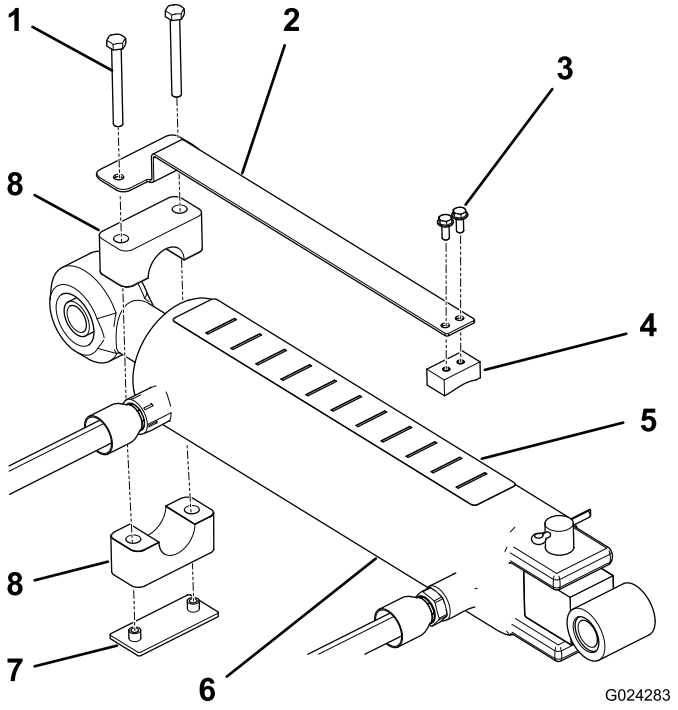

Figur 9
1. Monter dybdemåleren til den flate siden av glideblokken med to 10 x 1/2 tommers maskinskruer ved å plassere komponentene som vist i Figur 9.
2. Bruk rørklemmen, sveiseplaten og to 1/4 x 2 1/2 tommers skruer for å montere dybdemåleren løst til stangenden på toppleddsylinderen (Figur 9). Påse at klemmene er såpass løse at de kan roteres til ønsket posisjon.
4. Feste dybdemerket øverst på sylinderen på et sted som er synlig for føreren og ikke er i veien for hydraulikkslanger eller andre ting (Figur 9). Enden med bokstaven J på merket skal plasseres mot luftemaskinen.